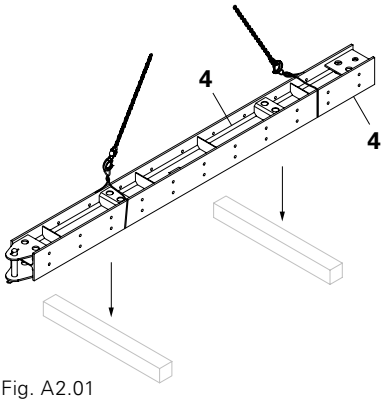

Fig. A2.01
2. Place Main Beams as base and top beams on timbers. Spacing: see plan. (Fig. A2.01)